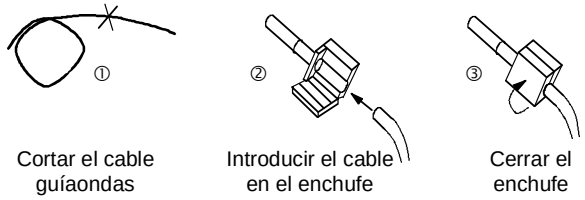

Figura 4-4 Montaje del enchufe
1. Corte la longitud de cable que necesite. Hágalo, de forma transversal, con un cuchillo bien **afilado** (Figura 4-4 ①).
3. Coloque el guíaondas en el enchufe (Figura 4-4 ②) y métalo, hasta el tope, en el casquillo cilíndrico. El guíaondas transparente deberá sobresalir por la parte delantera del casquillo.
4. Pliegue la hoja del enchufe y ciérrelo con la mano (Figura 4-4 ③). Cuando la hoja superior encaje en la inferior se inmovilizará el cable en el enchufe.